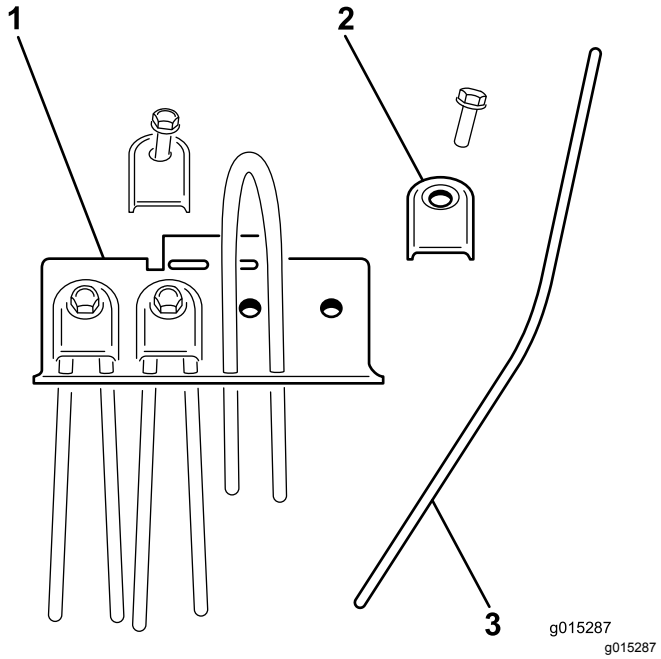

Figura 28
2. Rimuovete i fermi della fustella e fate scorrere la fustella danneggiata sino ad estrarla (Figura 28).